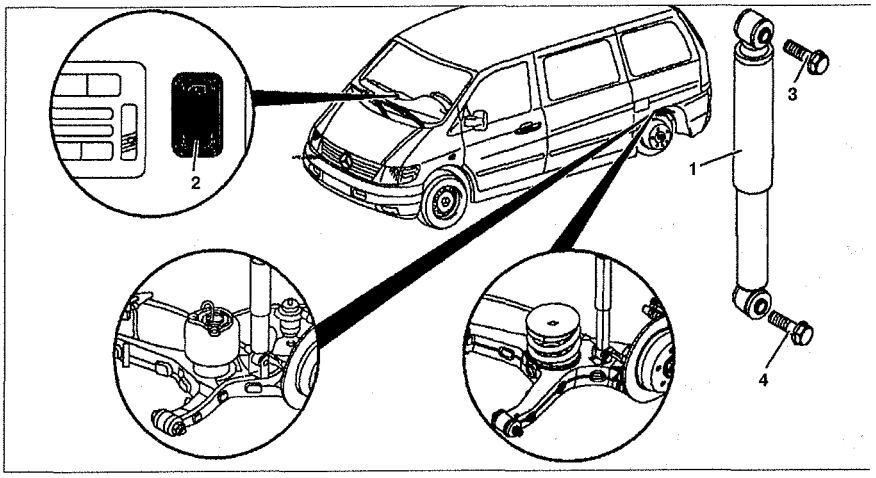

Рис. 7.16. Амортизатор:
1. Открутите болт **4** крепления амортизатора к нижнему рычагу (см.рис.7.16).